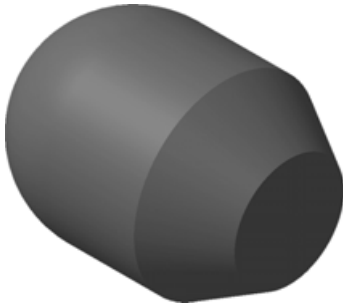

Рис. 6.52
- На панели свойств установите тип вращения **Сфероид**. Затем откройте вкладку **Тонкая стенка**, раскройте список поля **Тип построения тонкой стенки** и укажите вариант **Нет**. Нажмите кнопку **Создать объект** — система выполнит построение основания (рис. 6.52).